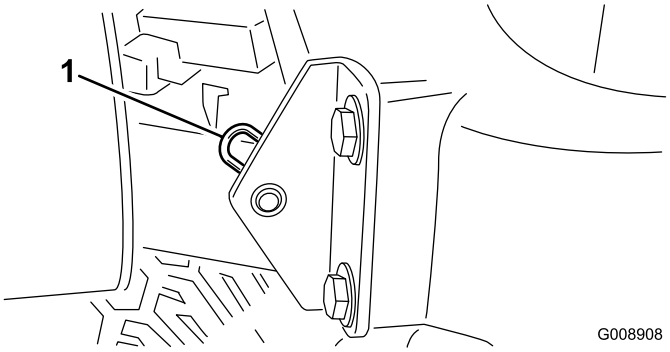

Figur 29
2. Fjern låseclipsen, der fastgør motorhjelmens drejetap til monteringskonsollerne (Figur 29).